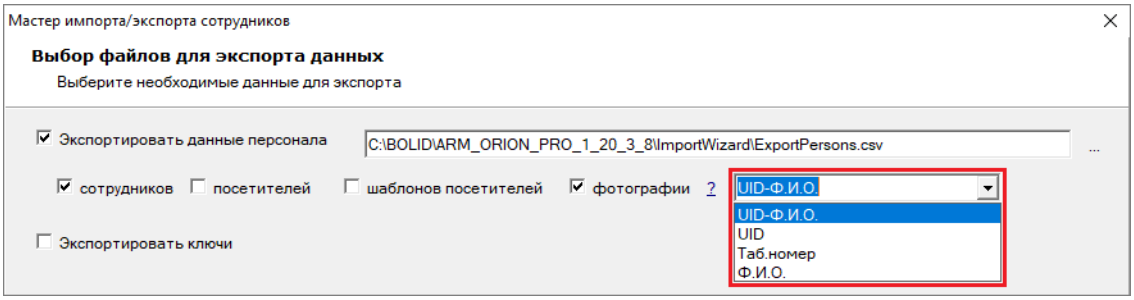

Рисунок 15-34 Выпадающий список вариантов формирования имен файлов экспортируемых фотографий
3) в появившемся выпадающем списке (см. п. Рисунок 15-34) выберите один из вариантов формирования имен файлов экспортируемых фотографий[74]: